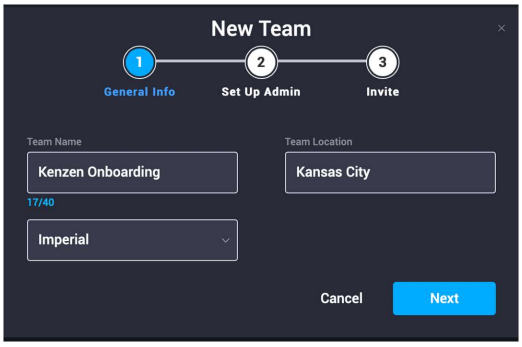

Figure 37: Team Information
4. Enter team information, including a unique short **Team Name**, **Team Location,** and **Units** (Figure 37).